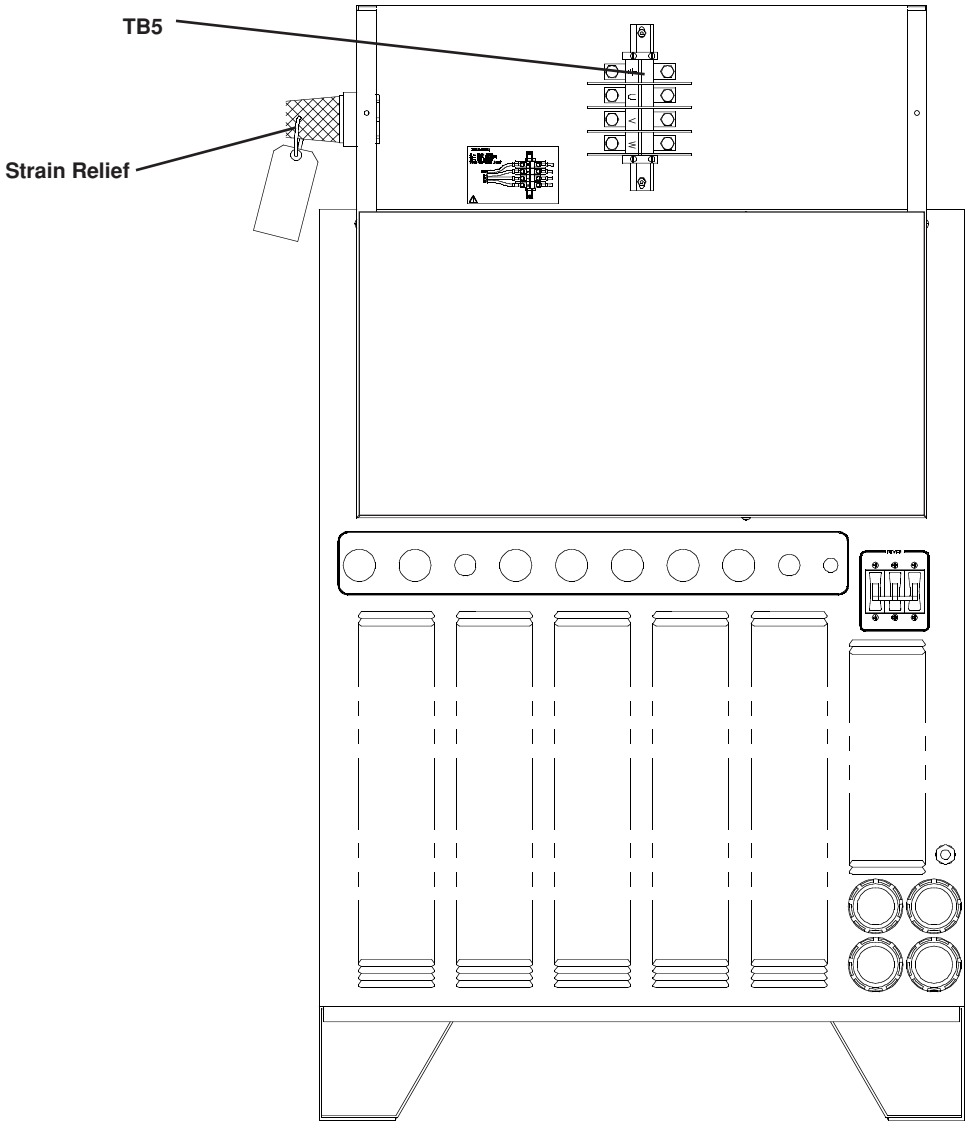

Figure d-2 HT4001 Power Supply with Terminal Box Cover Off
2. Unscrew the seven filter cover screws and remove cover to access input voltage connections at TB5 (see Figure d-2).
3. Insert the power cable through the strain relief (see Figure d-2).